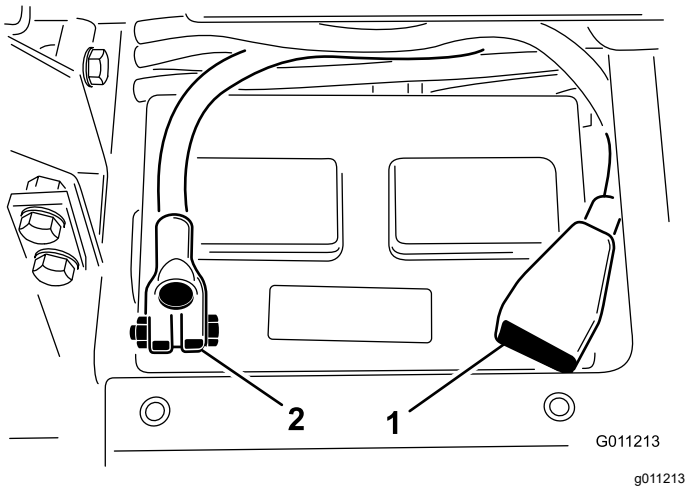

Rysunek 5
5. Podłącz dodatni przewód (czerwony) do dodatniego (+) zacisku akumulatora i zamocuj go za pomocą śruby młoteczkowej i nakrętki (Rysunek 5).
6. Podłącz ujemny przewód (czarny) do ujemnego (-) zacisku akumulatora i zamocuj go za pomocą śruby młoteczkowej i nakrętki (Rysunek 5).